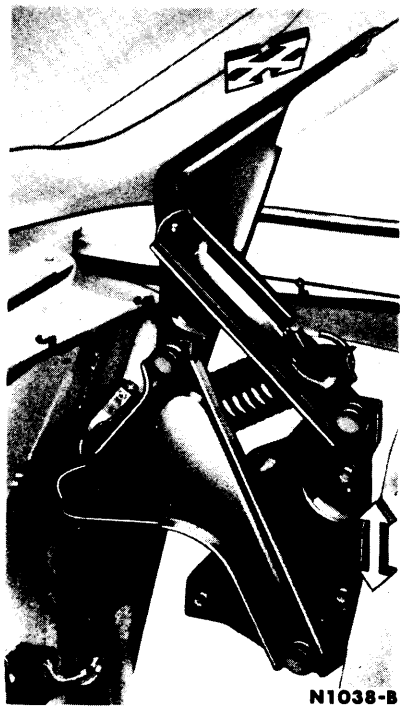

FIG. 2—Hood Hinges
1. Protect the body with covers to avoid scratches. Then obtain assistance to remove the hood. Remove the hood hinge to hood bolts (Fig. 2).
ment of the hood is accomplished at the hood hinge to hood bolts (Fig. 2).
Up-and-down adjustment is provided at the hinge to body bolts (Fig. 2).
2. Remove the hinge to hood retaining bolts, the hinge to body bolts (Fig. 2), and remove the hinge.